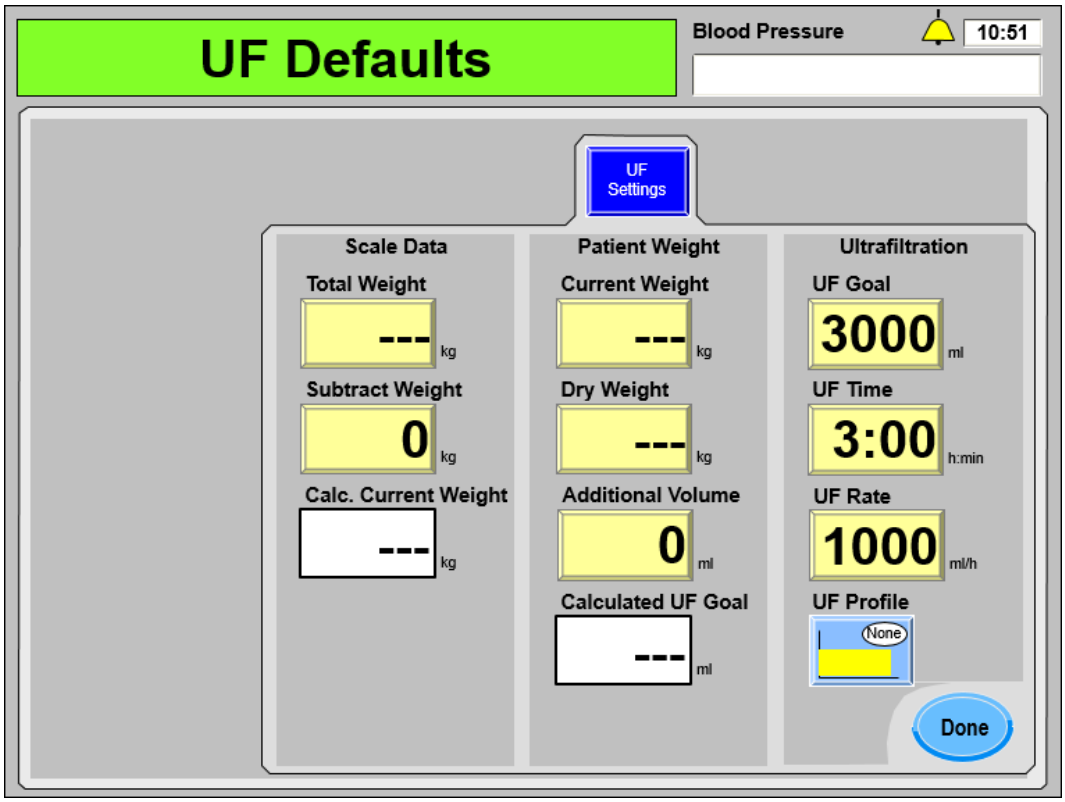

Figure 59 – The UF Defaults Subscreen
Each of the editable dialysate parameters are displayed to the right of the **UF Settings** screen-button. To edit the ultrafiltration (UF) parameters, select the **UF Settings** screen-button. The "UF Defaults" screen will be displayed (see Figure 59 below).